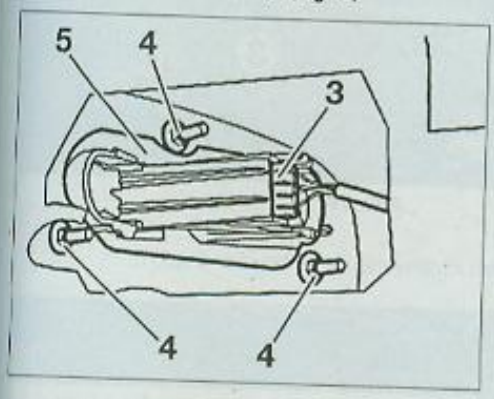

FIG. 70
- Déposer le cache (2).
- Débrancher le connecteur (3) **(Fig.70)**.